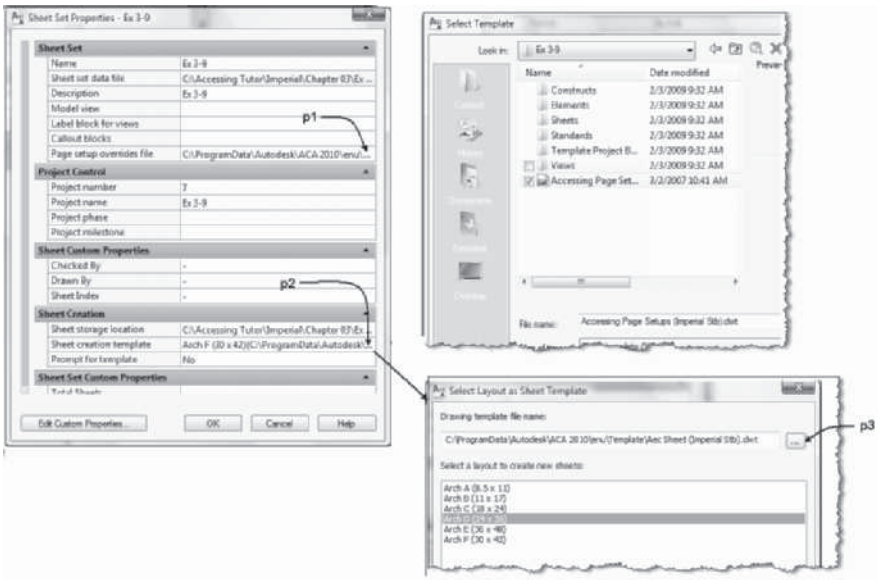

FIGURE 3.104 *Setting Sheet Set Properties*
7. Select the Sheets tab. Verify that the Sheet Set view is displayed, select the Ex 3-9 sheet set title, right-click, and choose **Properties** to open the Sheet Set Properties dialog box as shown in Figure 3.104.
8. To specify the location of the template file for page setup overrides, click the right margin shown in Figure 3.104, **p1** of the **Page setup overrides file** field to display the Browse button. Click the Browse button to navigate to your student folder\Ch 3\Ex 3-9 and select Accessing Page Setups (Imperial Stb).dwt or Accessing Page Setups (Metric Stb).dwt. Click **Open** to dismiss the dialog box.
9. In this step, you specify a default template for all sheets. Click the right margin of the **Sheet creation template** field shown in Figure 3.104, **p2** of the **Sheet Set Properties** dialog box to display the Browse button. Click the Browse button to open the **Select Layout as Sheet Template** dialog box. Verify that the sheet template is *Aec Sheet (Imperial stb).dwt /Aec Sheet (Metric stb).dwt*. If necessary, choose the Browse button at **p3** and navigate to *Vista - C:\ProgramData\Autodesk\ACA 2011\enu\Template folder*.
10. Select **Arch D (24 × 36) [ISO A1 (594 × 841)]** from the layout list as shown in Figure 3.104. Click **OK** to dismiss all dialog boxes. Click *Apply changes to all nested subsets* in the **Sheet Set – Confirm Changes** dialog box.